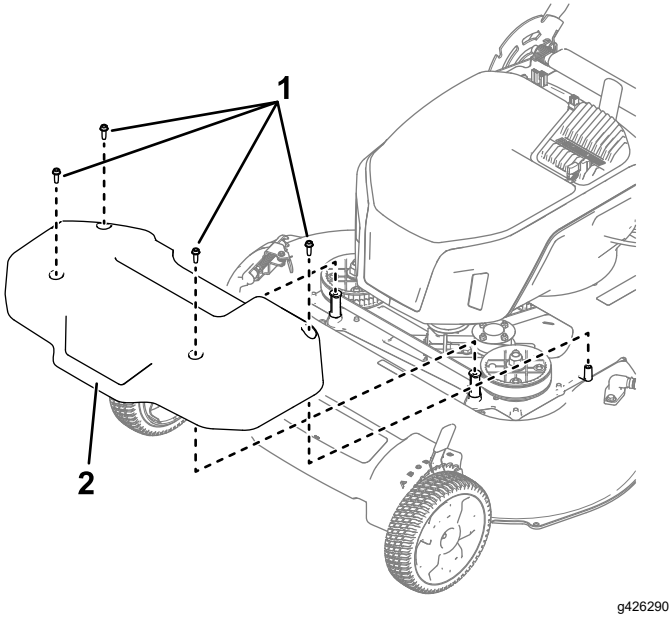

Figura 24
1. Retire la cubierta del sistema de transmisión de las cuchillas (Figura 24).